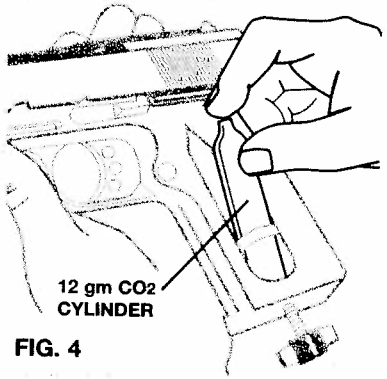

FIG. 4
4. Insert the CO_2 cylinder into the grip, first placing the larger end of the CO_2 cylinder into the lower portion of the grip (see Fig. 4).